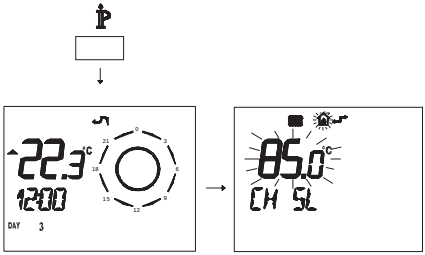

Fig. 7.39
- Press button for more than 3 seconds to enter in INFO mode (Fig. 7.39).